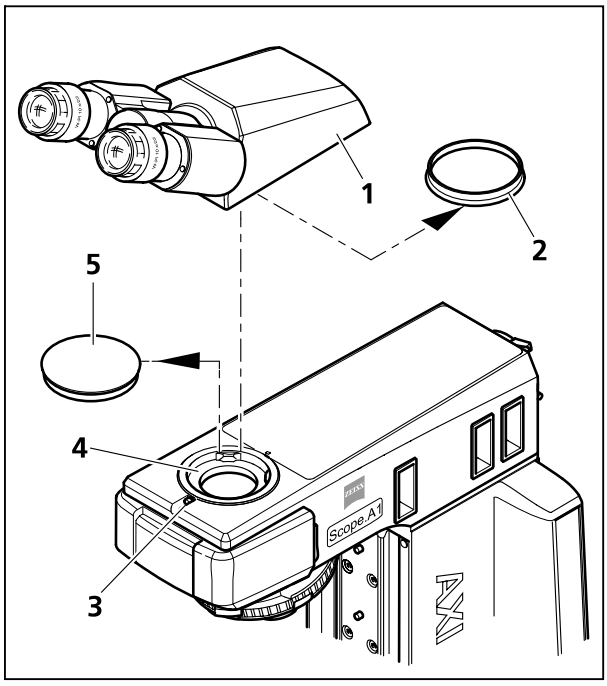

Bild 3-3 Binokularen Tubus ansetzen
- Innensechskantschraube (Bild 3-3/**3**) mit Kugelkopf-Schraubendreher SW 3 lockern. Staubschutzkappen (Bild 3-3/**2** und **5**) von der Tubusunterseite und der stativseitigen Ringschwalbenaufnahme abnehmen.
- Den binokularen Tubus (Bild 3-3/**1**) bzw. den binokularen Fototubus schräg halten, mit der Ringschwalbe in die Stativaufnahme (Bild 3-3/**4**) einsetzen und in waagerechter Lage andrücken. Den binokularen Tubus in die gewünschte Beobachtungsstellung drehen und die Innensechskantschraube mit Kugelkopf-Schraubendreher wieder anziehen.